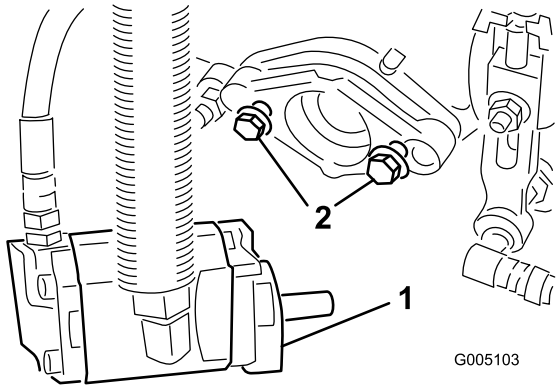

Figur 12
7. Sæt monteringsboltene på knivcylinderdrevets motor på hvert klippeaggregat. Efterlad ca. 13 mm af gevind synligt på hver monteringsbolt (Figur 12).
11. **Spænd monteringsboltene** (Figur 12).